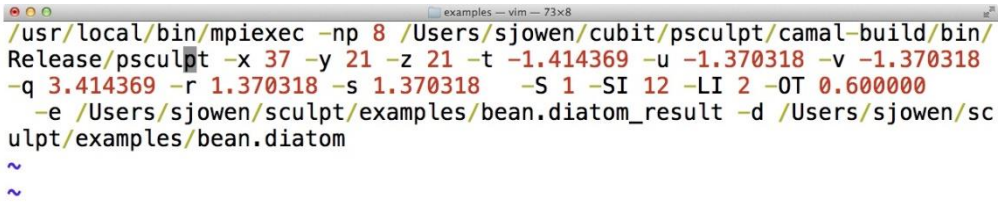

Figure 7. Unix command line for running Sculpt generated by Cubit
- **bean.run:** The *.run* file contains the unix command line for running sculpt. Note that the file permissions have been set to execute to allow this file to be used as a unix script. Figure 7 shows the .run file for this example. Note that the command uses **mpiexec** and the **psculpt** executables, along with their full path. These paths may need to be edited when running on a different machine. It also includes the default parameters for setting the sizes, bounding box and smoothing parameters that have been computed by Cubit.